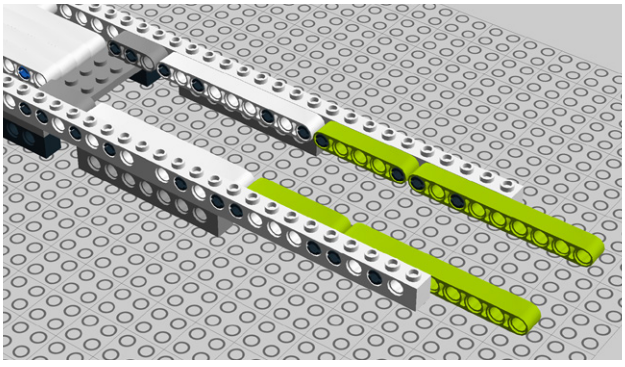

Figure 8-64. *Step 59: Adding two each 5M and 9M beams*
59. Add two each 5M and 9M Technic beams (Figure 8-64).